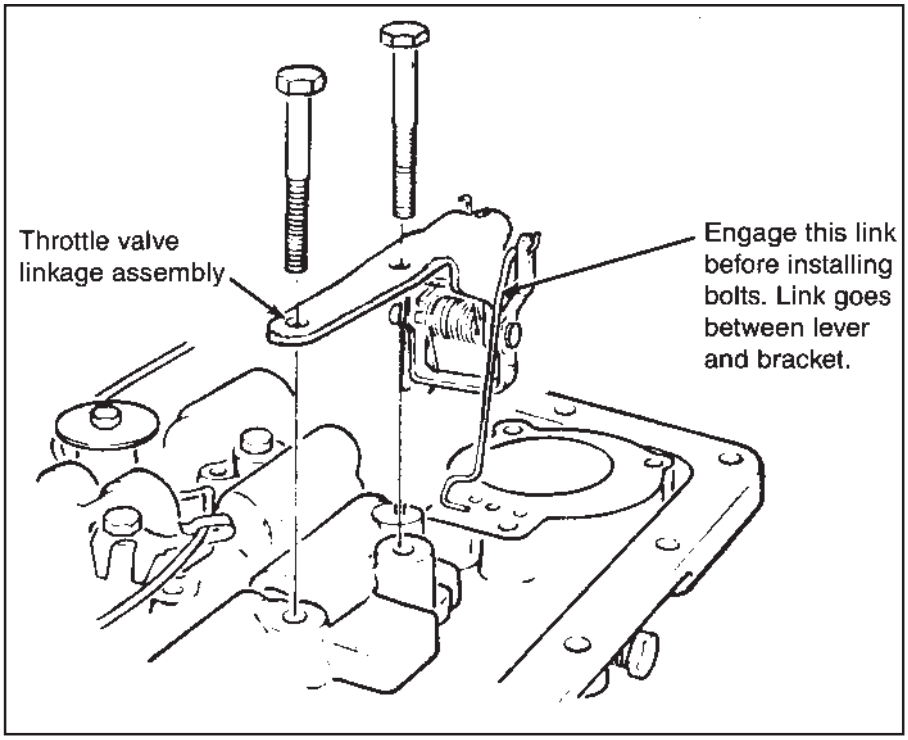

Figure 12
STEP 16. Street Only; Remove the spring and piston from the 1-2 accumulator housing **(See Fig. 12.)** Install both the **BLUE** and the **RED** spacers over the pin, then the piston (notice orientation.) No spring is used for **Street** level performance.
STEP 20. Install the throttle valve (TV) linkage onto the valve body as shown **(See Fig. 12.)** Engage the cable link with the large lever first. Hold the large lever up and the smaller one down. Then slip the assembly into position aligning it with the hold down bolt holes and engage the roll pin in the slot on the bracket. Insert bolts and tighten to 11 NM (8 Ft. Lb.) then make sure large lever operates freely. **IMPORTANT NOTE: The TV cable MUST be reset before operating vehicle refer to step 25.**